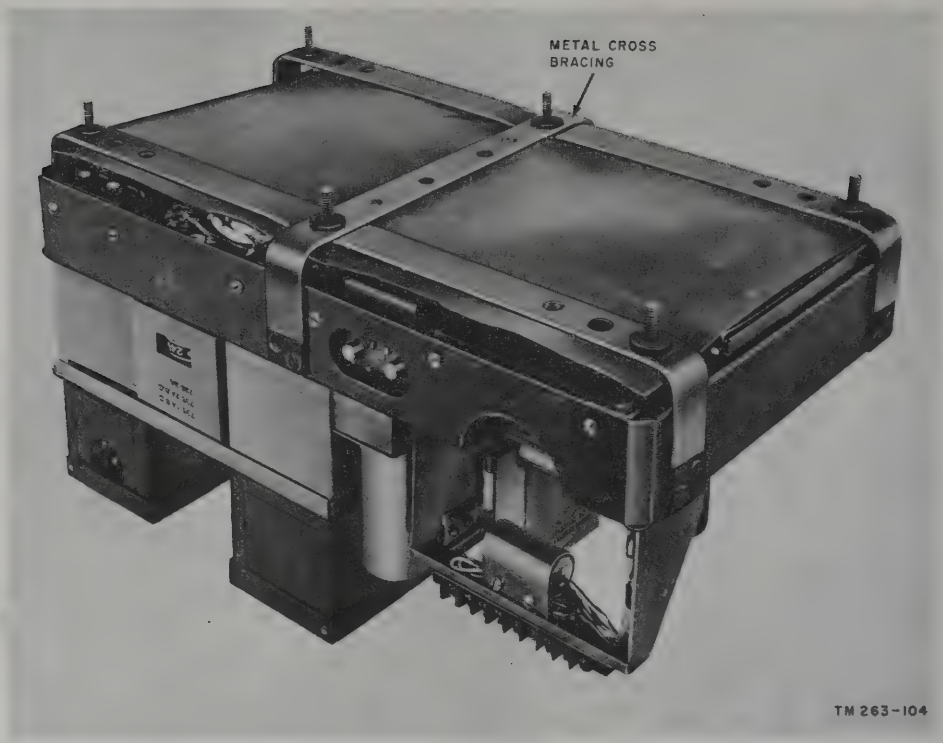

Figure 132. Vibrator Power Supply PE–237, cross bracing on bottom of chassis.
(1) Turn Vibrator Power Supply PE–237 upside down and unscrew the six nuts on the bottom of the housing.
(2) The chassis should no longer have any connections to the housing. Lift the housing up and away from the chassis.
e. The bottom of the chassis has metal cross bracing members screwed to it. The bracing is held by screws along the sides of the chassis and two screws in the middle of the bracing (fig. 132).
(1) Unscrew the 12 screws along the sides of the chassis which hold the ends of the bracing bands. For some units, also remove the 6 flat washers and 6 neoprene washers.
(2) Unscrew the two screws in the center cross brace.
(3) Lift the bracing completely off the bottom of the chassis, exposing the wiring underneath.